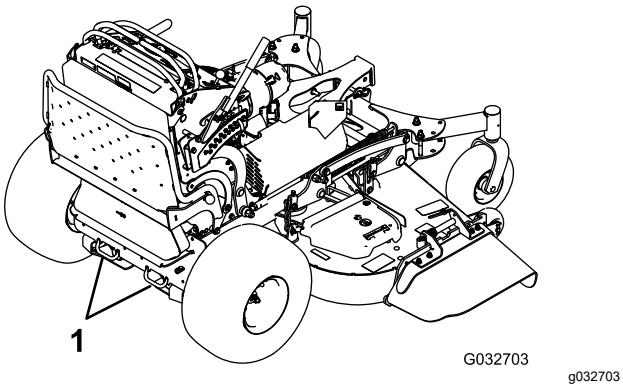

Figure 32
7. Arrimez la machine près des roues pivotantes avant et du pare-chocs arrière à l'aide de sangles, chaînes, câbles ou cordes (Figure 32). Reportez-vous à la réglementation locale concernant les exigences en matière d'arrimage.